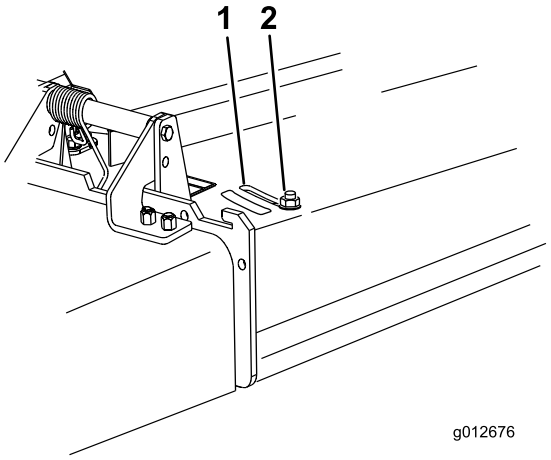

Figure 28
3. Pour régler le déflecteur, desserrez l'écrou (Figure 28).